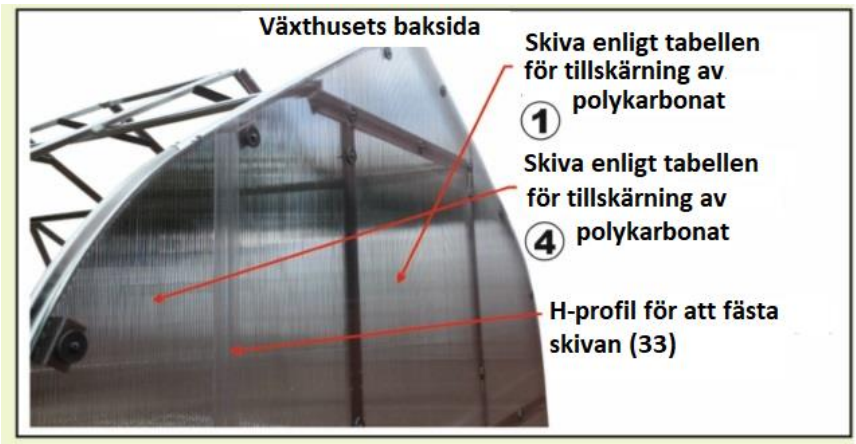

Bild 20
20. Fäst ytterligare en polykarbonatskiva som är 1850x400 mm (4:e skivan i tabellen för tillskärning av polykarbonat) till den redan fästa sido-/bakre polykarbonatskivan med en H-profil (33). Polykarbonatskivan ska skruvas fast i vinkeln mellan polykarbonat och karm (20, 21) med plattorna för att fästa polykarbonaten (22) med skruvar M5-20 (27) och muttrar (29) samt glidpackningar (31). Fäst polykarbonat med skruvar M5-40 (28) och muttrar (29) samt glidpackningar (31) till växthusets bakre dörrkarm, och använd sedan en vass kniv för att skära av polykarbonaten nära stommen (Bild 20).